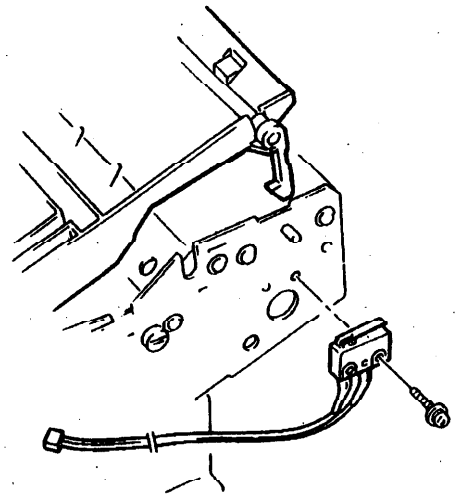

Рис. 1. Блокировочный выключатель сканера
4. Вывинтите винт, крепящий блокировочный выключатель к раме (Рис. 1).